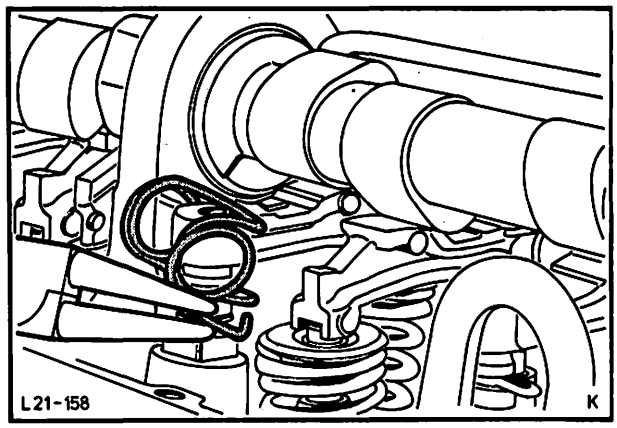
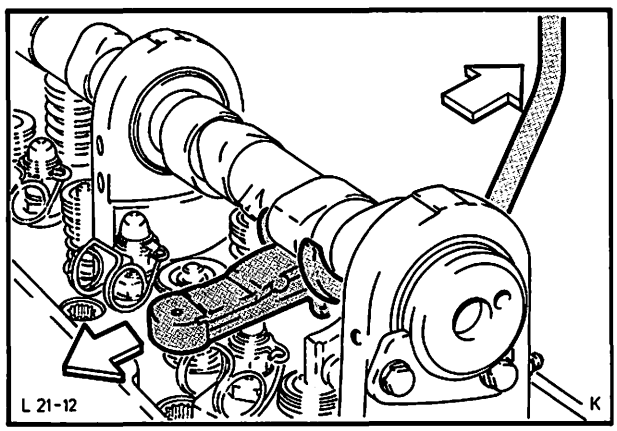

Abb. 245 Schlepphebelfedern aushängen
Abb. 246 Schlepphebel mit Spezialwerkzeug 21-005 ausbauen
3. Schlepphebelfedern aushängen, Abb. 245, Ventilfedern und Ventilteller mit Spezialwerkzeug 21-005 nach unten drücken und die entlasteten Schlepphebel herausnehmen, Abb. 246.